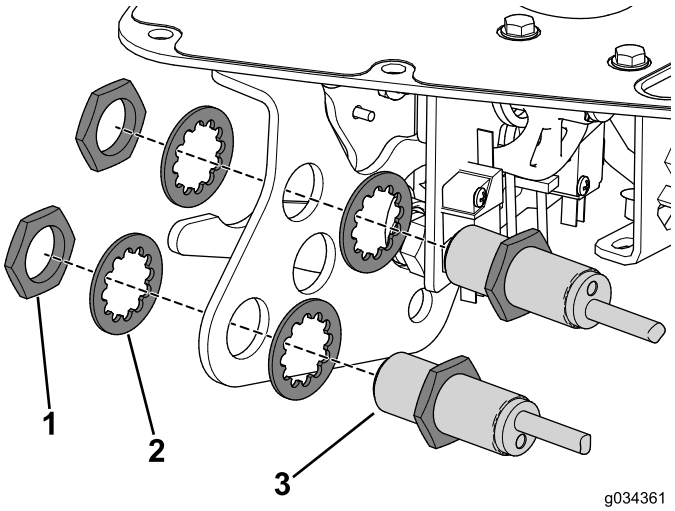

**Figura 23**
3. Utilize as porcas e anilhas de bloqueio que retirou anteriormente para prender os sensores de proximidade ao suporte da alavanca de funcionamento (Figura 23).